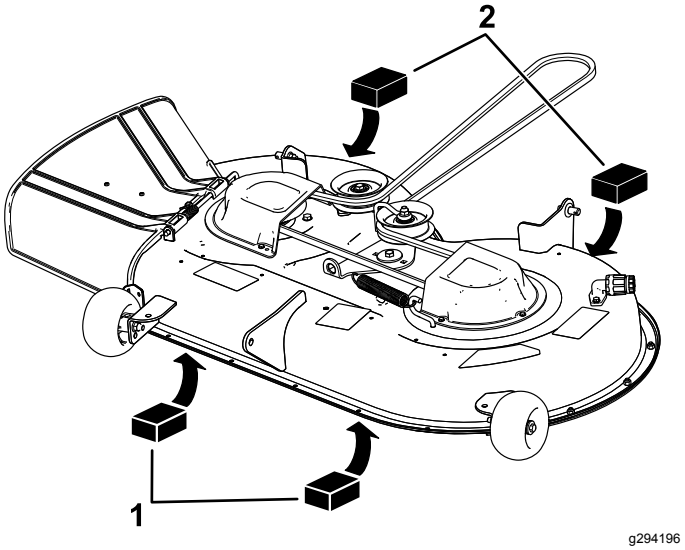

Figur 65
4. Plasser to blokker, med en tykkelse på 6,6 cm hver, under hver side av kanten foran på klippeenheten, men ikke under brakettene til antiskalperingsvalsene (Figur 65).
5. Plasser to blokker, med en tykkelse på 7,3 cm hver, under den bakre kanten på klippeenheten, én på hver side av klippeenheten (Figur 65).